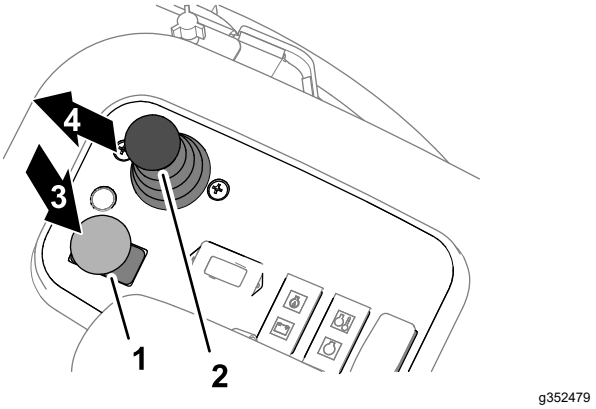

Figur 35
3. Flytta klippenhetens drivbrytare till det URKOPPLADE läget (Figur 35).
5. Använd styrspaken för att sänka/höja klippenheterna för att sänka ned klippenheterna (Figur 35).